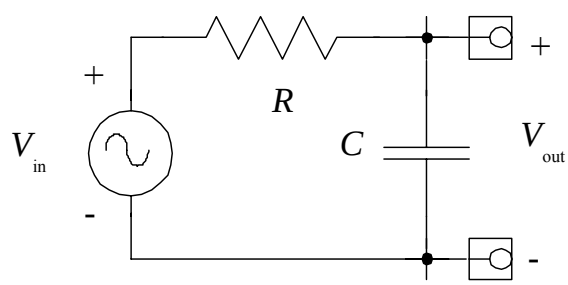

Figure 4: Circuit with a series resistor R and the capacitor C as the output element.
If we reverse the positions of R and C in the filter circuit (Figure 4), we obtain the transfer function:
5. Change your circuit so that it looks like Figure 4. Set the signal generator to output a 2 Vpp sine wave. Measure and plot the amplitude of the voltage across the capacitor versus frequency on log-log graph paper. Indicate the 3-dB point on your graph.